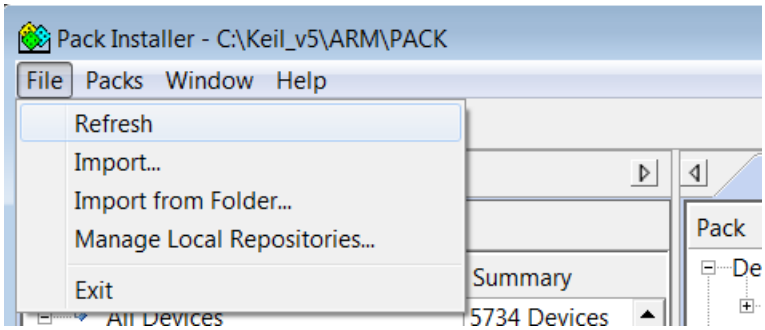

Figure 23. Refresh Pack after installation
5. After installation, use **File** > **Refresh** as shown in the "Refresh Pack after installation" figure (Figure 23) to update your pack proprieties.